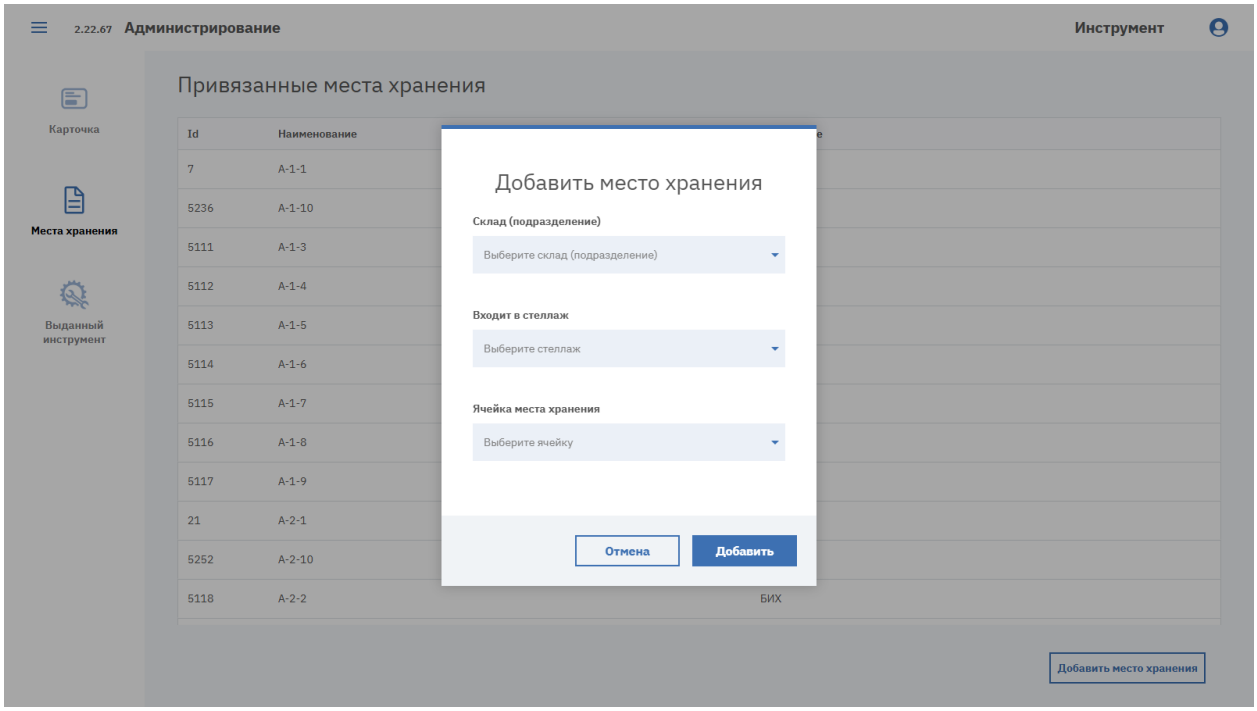

Рисунок 23. Окно «Добавить место хранения» карточки пользователя
1. Нажмите кнопку «Добавить место хранения». Откроется окно «Добавить место хранения» (см. Рисунок 23).